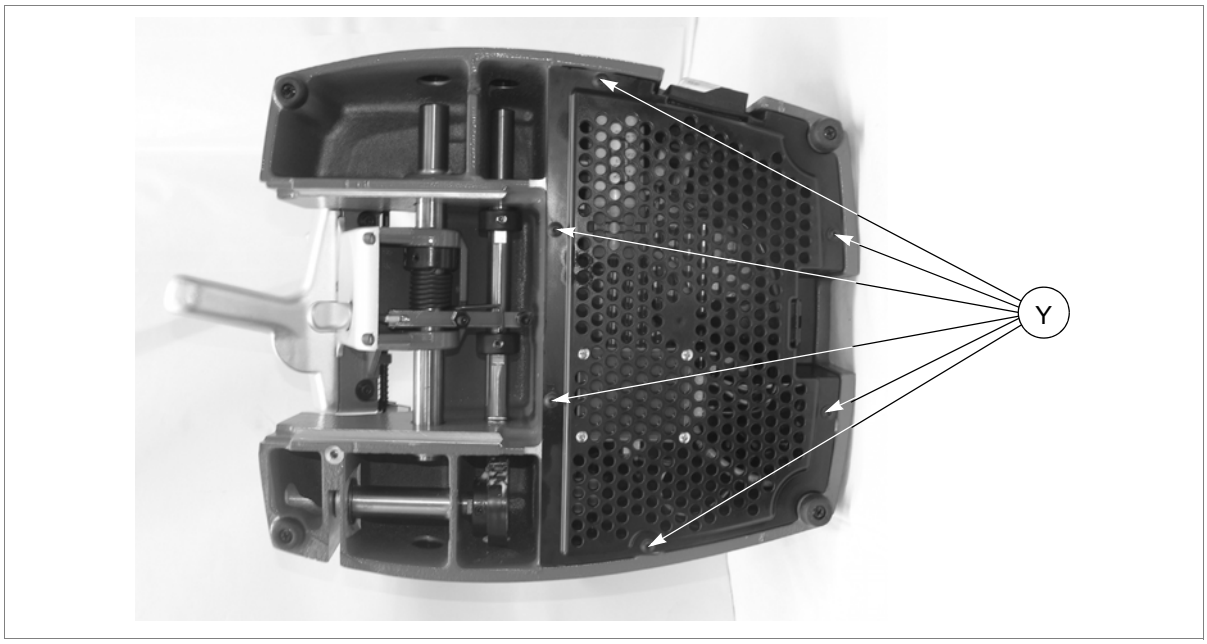

Рис. 28
6) Установите нижнюю решетку и закрепите ее винтами (Y) (рис. 28).
10) Установите нижнюю решетку и закрепите ее винтами (Y) (рис. 28).
13) Установите защитные пластины (Q).
6) Установите нижнюю решетку и закрепите ее винтами (Y) (рис. 28, стр. 25).
1) Удалите две защитные пластины (Q).
2) Ослабьте 3 винта (M1) и снимите верхнюю крышку (M).
5) Установите нижнюю решетку и закрепите ее винтами (Y) (рис. 28).